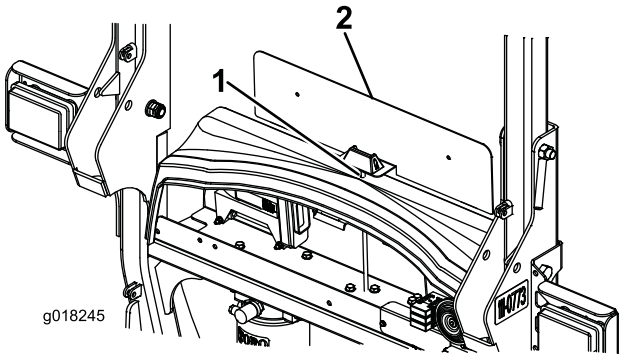

Figura 8
1. En el centro de la moldura de plástico del tabique, a 40 mm aproximadamente desde el borde delantero, perfore un taladro de 8 mm de diámetro (Figura 8).